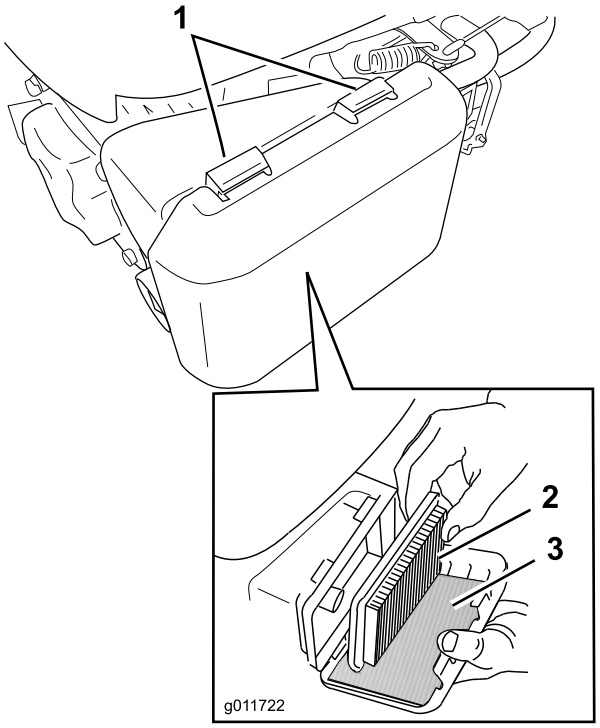

Figure 24
1. Appuyez sur les languettes de verrouillage en haut du couvercle du filtre à air (Figure 24).
3. Retirez l'élément en papier et le préfiltre en mousse (Figure 24).